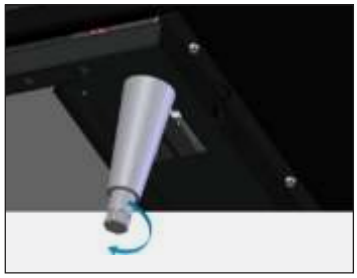

***Fig. 5.*** Turn the bottom stem to level the cabinet.
3. If the cabinet is not level, gently lift and support the low end of the cabinet. With an adjustable wrench, screw the bottom stem of the leveling leg in or out to level and support the cabinet. See fig. 5.